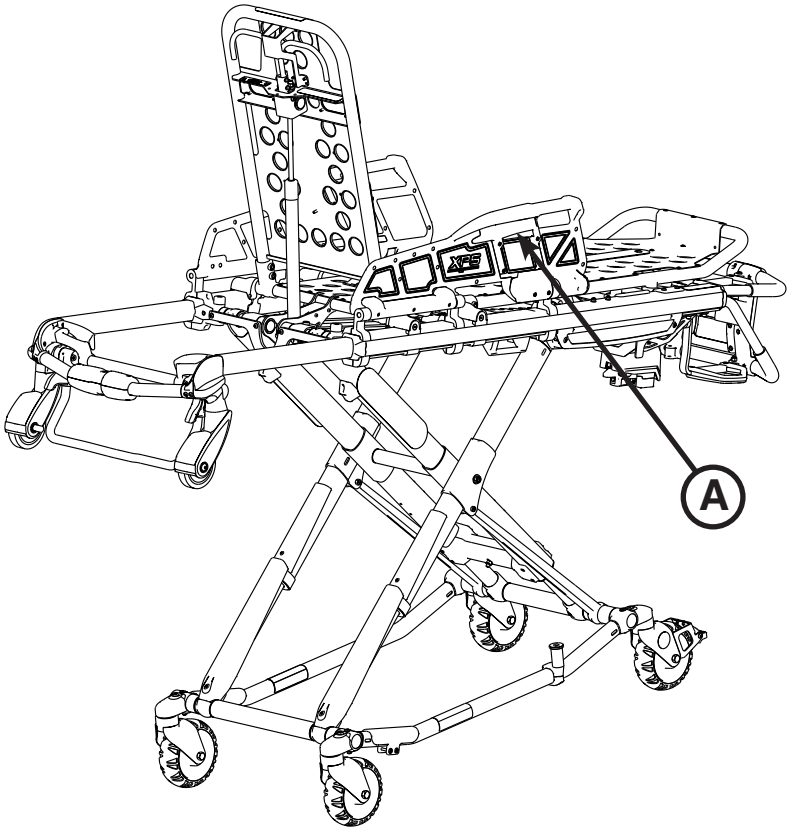

Afbeelding 30
Om de onrusthekken omlaag te brengen, tilt u deze op om het gewicht weg te nemen en trekt u vervolgens aan de rode hendel (A) (Afbeelding 30).